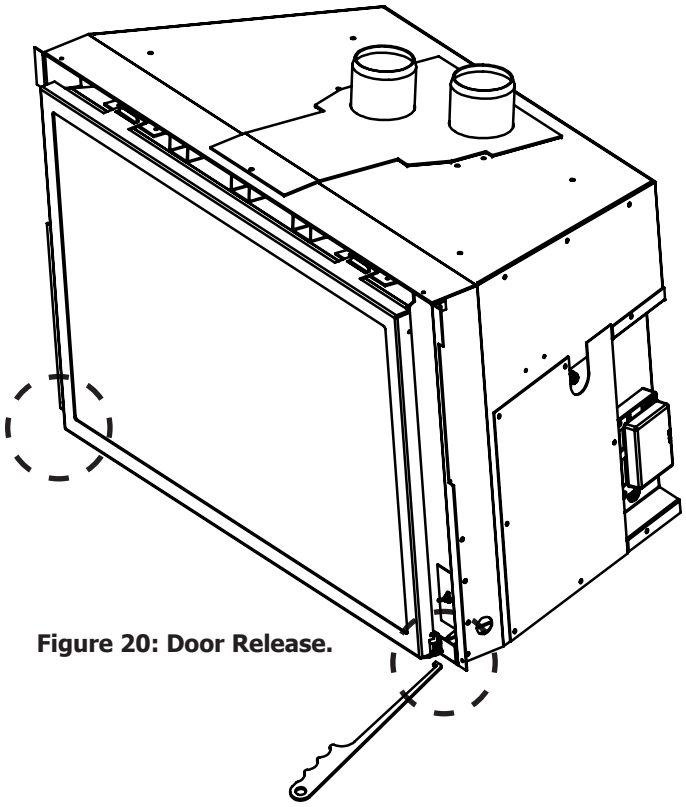
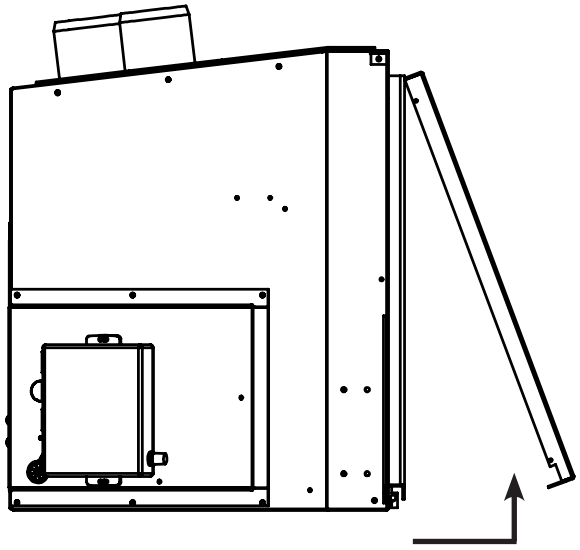

Figure 20: Door Release.
Figure 21: Door Removal.
Remove the glass door by placing the hooked end of the door release tool in the hole on the door latch mechanism (see Figure 20) and pulling the latch out then up. When the two (2) latches have been released, tilt the bottom of the door forward and then lift up to unhook the top door tabs (see Figure 21.)